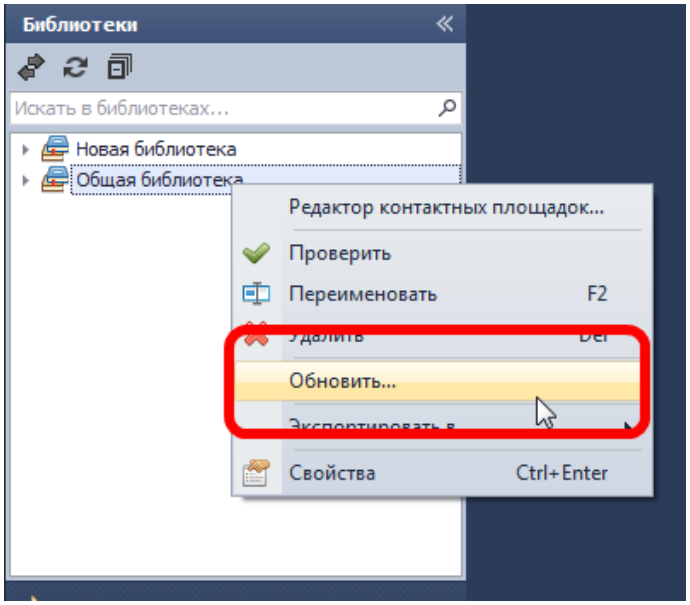

Рис. 109. Запуск обновления
2. Вызвать контекстное меню и выбрать пункт «Обновить», см. Рис. 109.